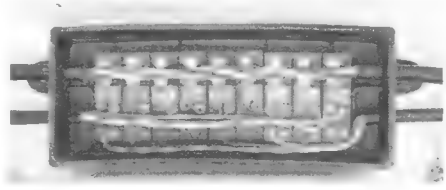
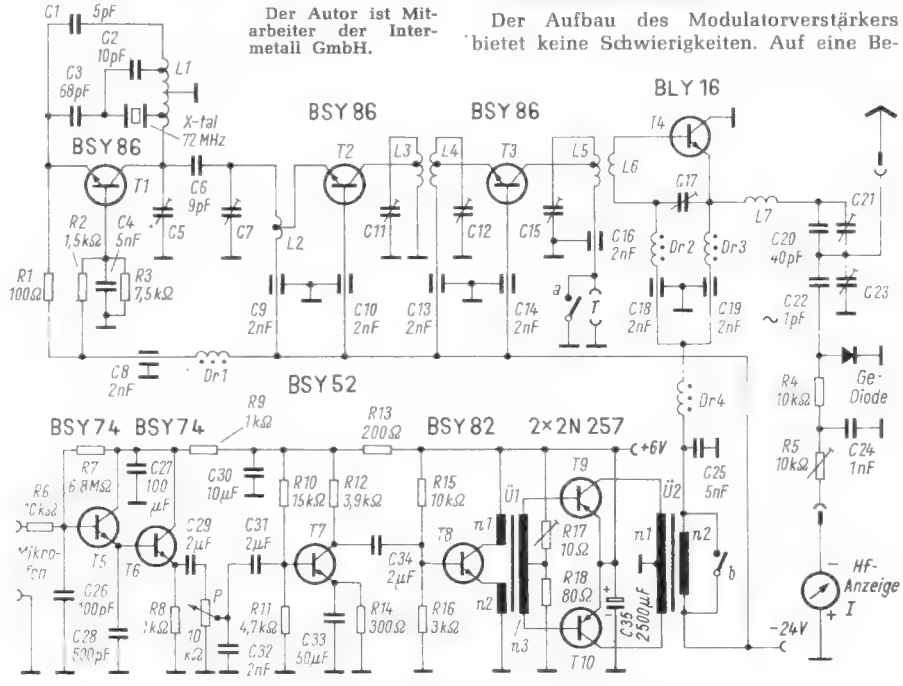
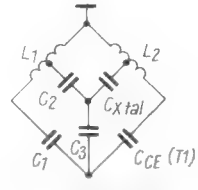

Bild 1. Verteilerkästchen mit Übertragern im Sekundärnetz. Das Bildsignal ist auf einen 5,4-MHz-Träger moduliert, der Ton wird niederfrequent übertragen
Bild 1. Schaltung des Senders mit Modulator
Bild 2. Brückenschaltung zur Kompensation der Kollektor-Emitter-Kapazität
Links: Bild 1. Ein Blatt aus dem Manuskript mit Notizen von Curt Goetz-Pflug, die an Hand von Raumskizzen Richtungseindrücke festlegen
Bild 2. Teilnehmerschaltung. 1 = eine der Programmleitungen; 2 = Teilnehmer-Übertrager; 3 = Programmwähler; 4 = Hf-Drosseln; 5 = 5...11-MHz-Verstärker; 6 = Gleichrichter; 7 = Impulsabtrennung; 8 = Videoverstärker; 9 = Zeilen- und Bildablenkung mit Hochspannungserzeugung
(Bild 1), in welchem mit Hilfe von Übertragern der Empfängeranschluß vom Kabel entkoppelt und zugleich die Eingangsspannung auf gut 15 mV herabgesetzt wird. Das Tonsignal wird über Hf-Drosseln (4) und dem Lautstärkeeinsteller unmittelbar dem Lautsprecherübertrager zugeleitet *(Bild 2)*.
Der Oszillator *(Bild 1)* schwingt auf der halben Sendefrequenz, wobei der Transistor T 1 (BSY 86) in Basisschaltung arbeitet. Den Oszillatorkreis bilden die zwischen Kollektor und Masse liegende Hälfte der Spule L 1 und der Luftabgleichkondensator C 5. An einer Anzapfung der Schwingkreisinduktivität liegt der Steuerquarz (f = 72...73 MHz, 5. Oberton), der mit dem in Serie liegenden Kondensator C 3 den Rückkopplungszweig bildet. Um ein sauberes Einrasten des Oszillators auf der Sollfrequenz zu erreichen, muß man die Quarzhalterungskapazität und die Kollektor-Emitter-Kapazität des Oszillatortransistors kompensieren. Hierzu dienen die Kondensatoren C 1 und C 2, die mit den parasitären Kapazitäten und der Gesamtinduktivität L 1 in einer Brückenschaltung mit zwei parallelen kapazitiven Zweigen liegen *(Bild 2)*.
Bild 2. Dämpfungsverlauf der Rauschsperre nach Bild 1. Die Kurven bedeuten: Nf-Ausgangsspannung ohne (1) und mit (3) Rauschsperre bei moduliertem Signal, Rauschspannung ohne (2) und mit (4) Rauschsperre ohne Modulation. Modulation 1 kHz, Hub ± 15 kHz; U_B = 9 V, R_d = 8,2 kΩ, C_{RK} = 300 pF